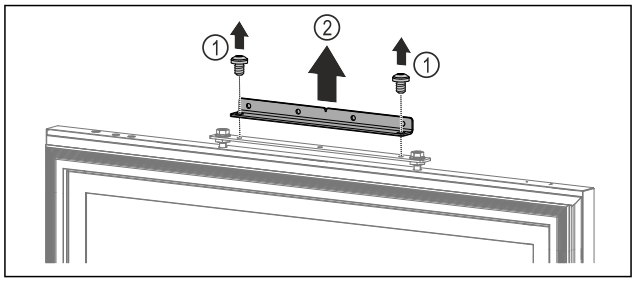

Fig. 103
▶ Retirar los tornillos. *Fig. 103 (1)*
▶ Retirar el ángulo de montaje. *Fig. 103 (2)*